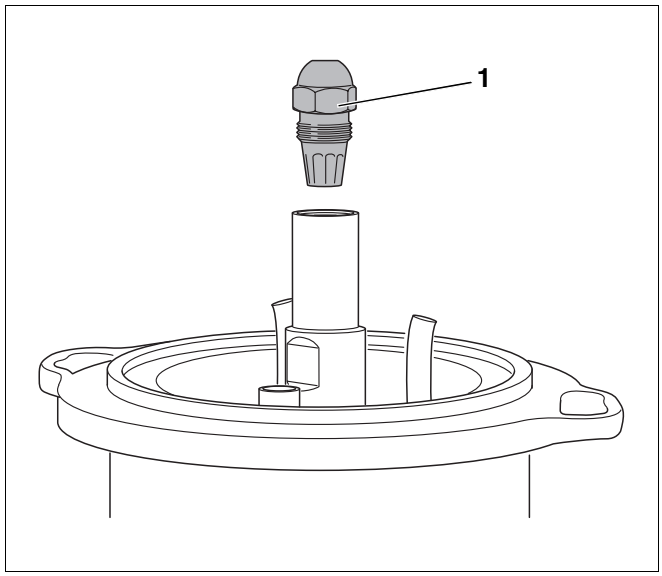

Afb. 34 Sproeier demonteren
- Draai de sproeier (afb. 34, **pos. 1**) met twee schroevensleutels SW 16 en SW 19 los en neem hem weg.
- Demonteer de sproeier (afb. 34, pagina 33).